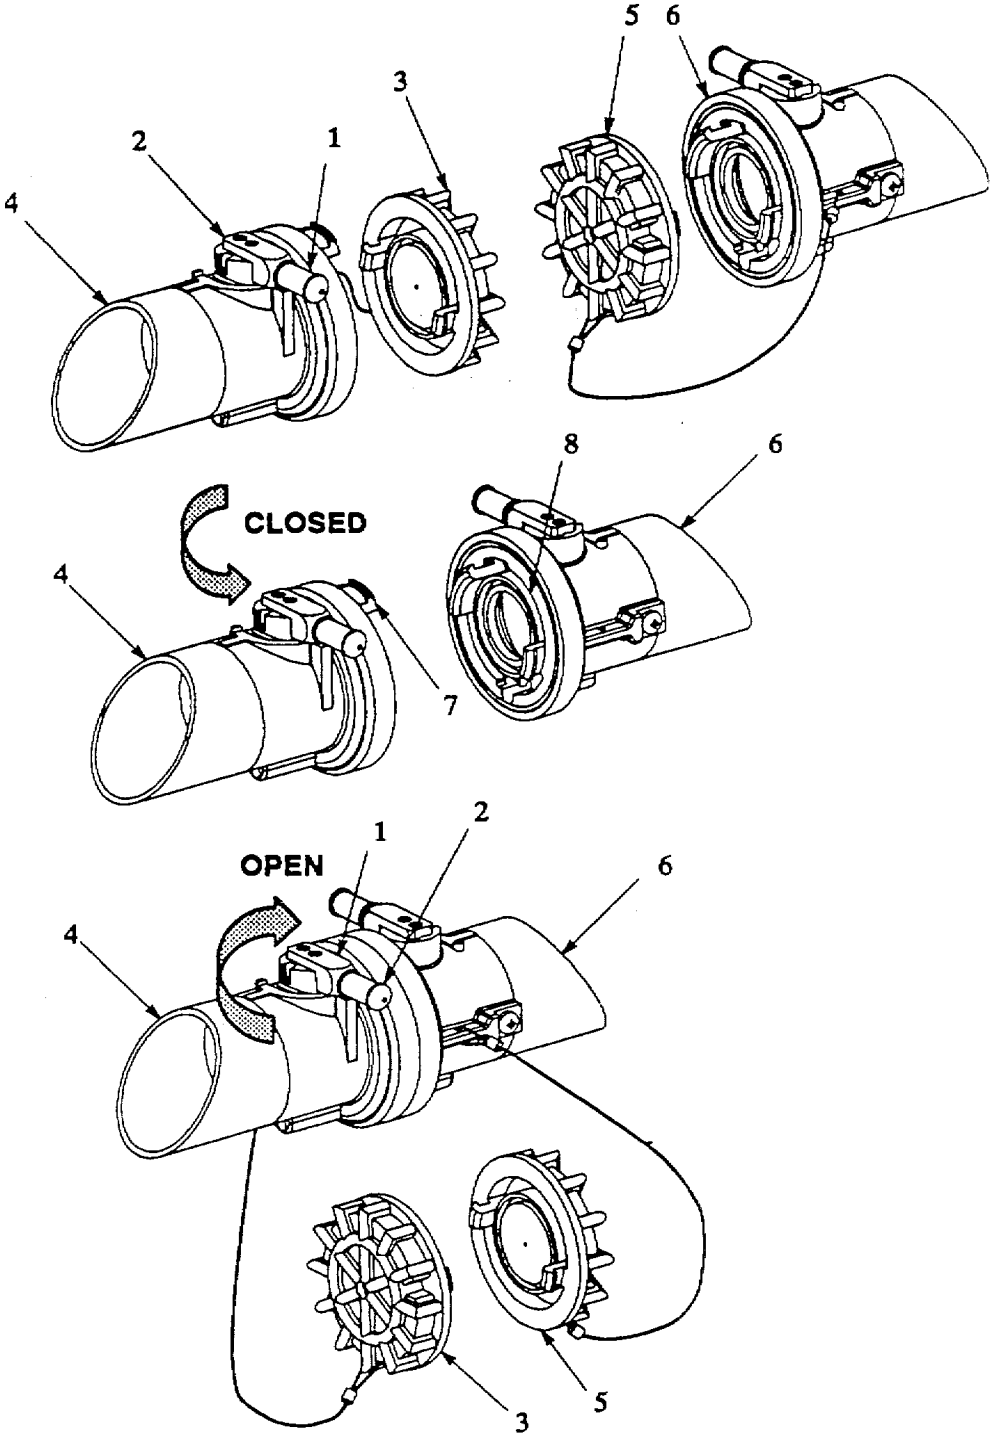

Figure 2-8. Valved Dry Break Coupling Assembly
e. Valved Dry Break Coupling Connection. Refer to figure 2-8.